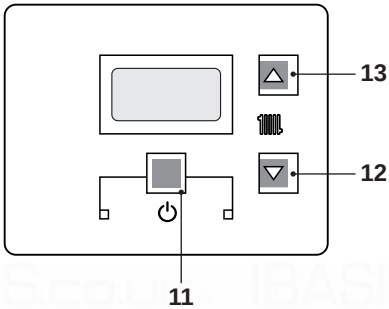
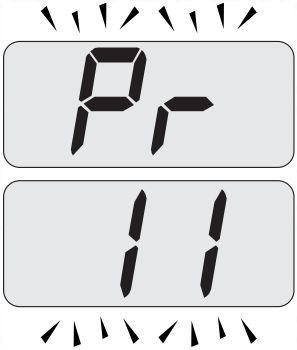
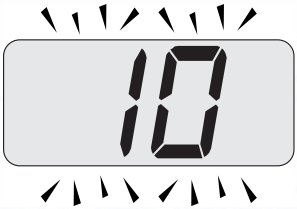

Fig. 7.23
Fig. 7.25
Fig. 7.26
- Enter in "programming mode" by pressing keys 11 - 12 - 13 (Fig. 7.23) for 10 seconds
- Scroll the various parameters using keys12 or 13 until the letters **Pr** that alternate with code **11** are displayed on the LCD display, indicating that "parameter 11"(Fig. 7.25) has been activated.
- Press keys 11 and 13 (Fig. 7.23) at the same time until the value of parameter 11 (10=60 seconds) (Fig. 7.26) is displayed on the LCD display .
- By pressing key 11 (Fig. 7.23) confirmation of the inserted value is obtained.
- Press keys 11 and 12 (Fig. 7.23) at the same time to exit without changing the value (return to the parameters list Fig. 7.25)
- Press keys 11 - 12 - 13 (Fig. 7.23) at the same time for 10 seconds to exit the "programming mode".